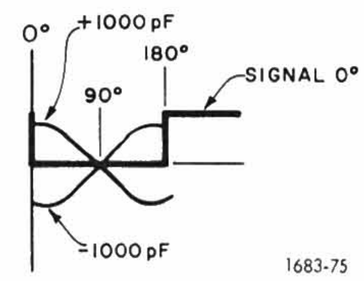

Figure 5-7. Filter Phasing.
d. Vary the capacitor approximately ±1000 pF (10 counts) and observe that the cosine wave shown changes from a positive to negative cosine in the direction of the added or subtracted capacitance. The 0-V crossing of the wave should be at 90° and remain at 90° as the capacitance is varied (or the peak should stay at 180°). Figure 5-7 illustrates the waveforms that should be observed. The